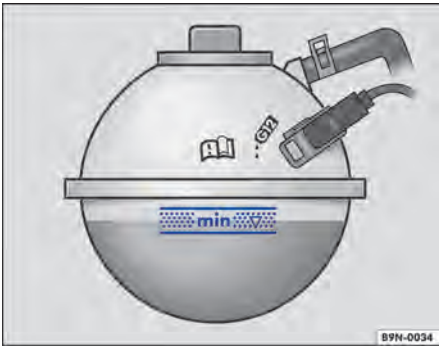

Fig. 143 No compartimento do motor: marca no reservatório de expansão do líquido de arrefecimento do motor.
- Com o motor frio, verificar o nível do líquido de arrefecimento do motor pela marca lateral do reservatório de expansão do líquido de arrefecimento do motor ⇒ Fig. 143.
- O nível do líquido de arrefecimento do motor deve permanecer dentro da marca do reservatório ⇒ Fig. 143. **Não completar acima da borda superior da área demarcada** ⇒ ⓘ!
- **Abastecer com líquido de arrefecimento do motor somente até a borda superior da faixa marcada ⇒ Fig. 143. Caso contrário, ao aquecer-se, o líquido excedente será expulso do sistema de arrefecimento do motor e poderá ocasionar danos.**